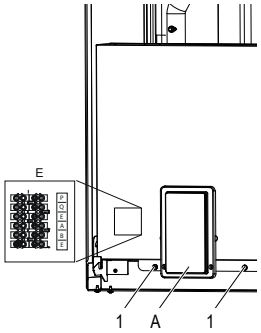

fig. 16 - vue sans panneau avant
- dévisser les deux vis (réf. 1 - fig. 16) sous le boîtier électrique
A Panneau écran et clavier (fig. 16)
Le bornier (réf. B fig. 16) se trouve sur le côté gauche du boîtier électrique de la chaudière. Le bornier est de type domino mâle-femelle. Une étiquette signalétique des 6 bornes disponibles est présente sur le côté du bornier.